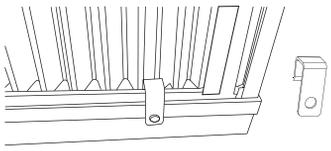

Fig.7B
A. Placez la serrure de cadre entre les extensions de cadre et le rebord de la fenêtre comme indiqué (Fig.7 A pour les fenêtres en bois), (Fig.7B pour les fenêtres en vinyle).